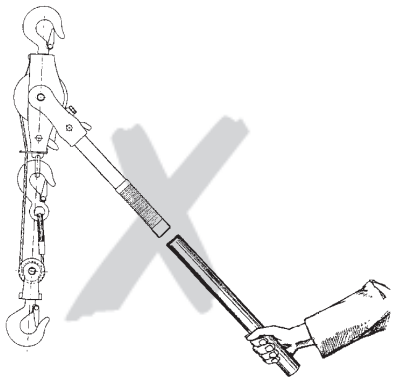

Fig. 1
- De hendel mag niet langer gemaakt worden (Fig. 1). Er mogen alleen originele hendels gebruikt worden.